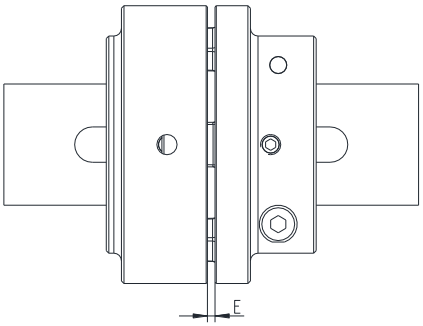

Bild 11: Kupplungseinbau
- Verschieben Sie die Aggregate in axiale Richtung, bis das E-Maß erreicht ist (siehe Bild 11).
- Wenn die Aggregate bereits fest montiert sind, ist durch axiales Verschieben des Nockenteils SPLIT bzw. Taschenteil auf den Wellen das E-Maß einzustellen (siehe Bild 11).